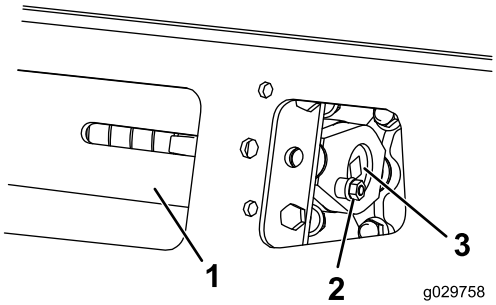
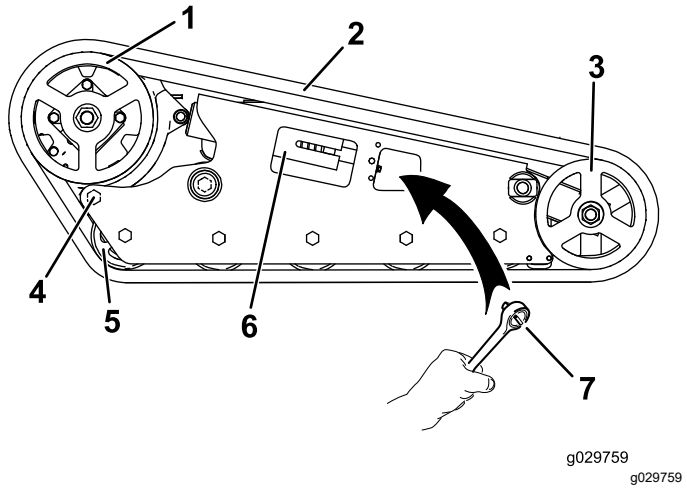

Rysunek 59
Rysunek 65
3. Odkręć śrubę zabezpieczającą, rozpórkę i nakrętkę (Rysunek 59).
5. Ustaw najbliższe nacięcie na śrubie napinającej równo z otworem śruby zabezpieczającej i unieruchom śrubę za pomocą śruby zabezpieczającej i nakrętki (Rysunek 59).
4. Odkręć śrubę zabezpieczającą i nakrętkę (Rysunek 59).
5. Za pomocą klucza grzechotkowego z zabierakiem ½ cala uwolnij napięcie gąsienicy, obracając śrubę napinającą w prawo (Rysunek 59 oraz Rysunek 65).
6. Poluzuj tylną śrubę w pobliżu koła napędzającego (Rysunek 65).